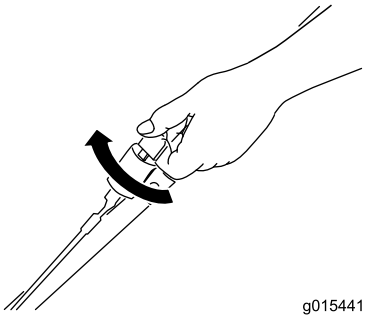
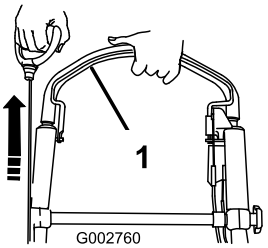

Bild 18
Bild 19
2. Drehen Sie den Zündschlüssel (Bild 18) oder ziehen Sie am Rücklaufstarterbügel (Bild 19).